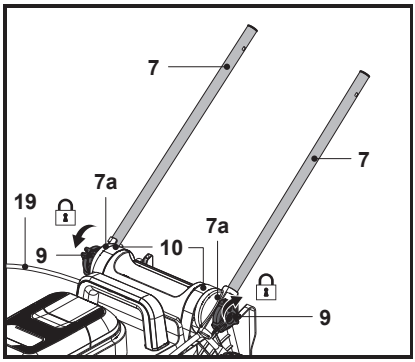

Fig. 2
3. Aliniază placa selectoare (7a) cu suportul mânerului (10), apoi fixează bara mânerului inferior (7) strângând butonul de blocare (9) (fig. 2).
4. Repetă pașii de mai sus pentru cealaltă bară a mânerului inferior (7).
5. Ai grijă să treci cablul de control (19) pe deasupra barei mânerului inferior (7).